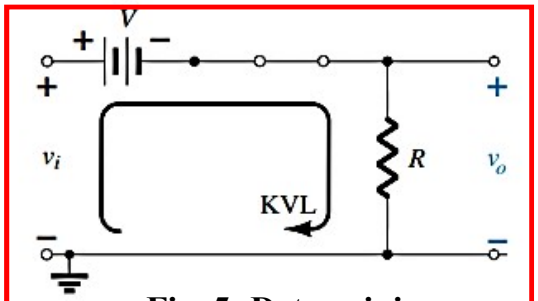
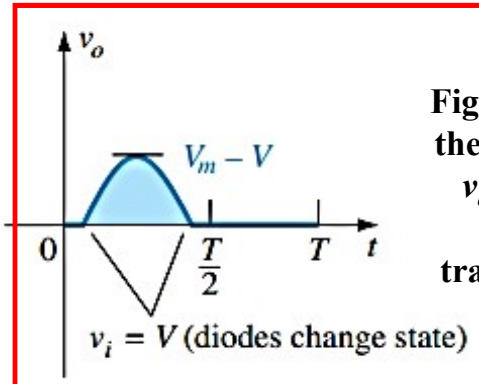

Fig. 5: Determining v_o for the diode in the "ON" state.
Fig. 6: Sketching the waveform of v_o above and below the transition level.
- For the "ON" region, as shown in **Fig. 5**, the output voltage is defined by-
- For the "ON" condition, **Eq. (1)** can be used to find the output voltage when the applied voltage has its peak value:
- Output voltage, v_o is plotted in the **Fig. 6**.